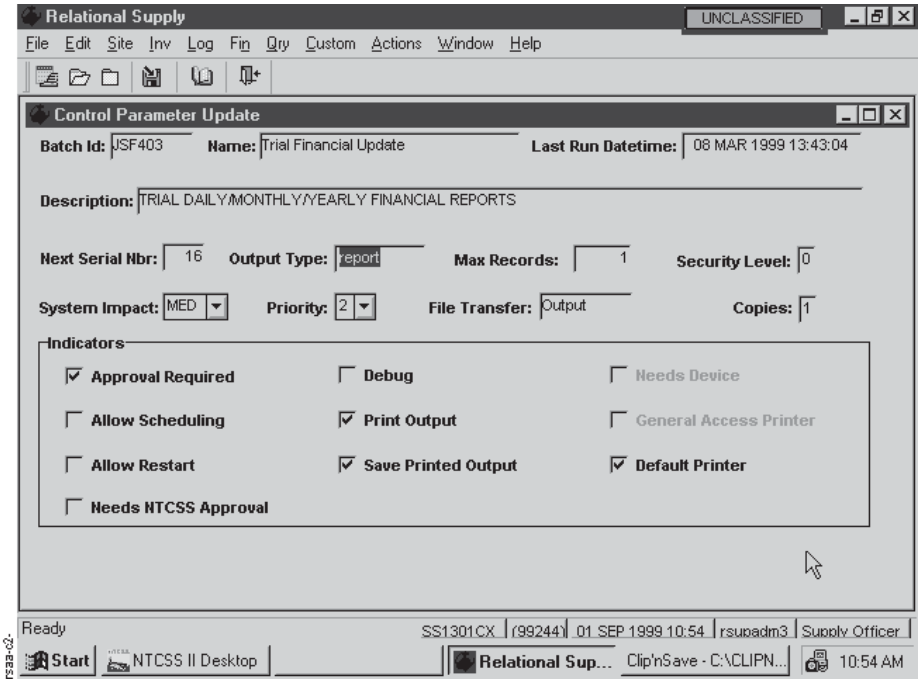

Figure 2-129
(4) Step 4. On the Control Parameter Update Screen (Figure 2-129), review and revise data in the following data blocks if necessary.